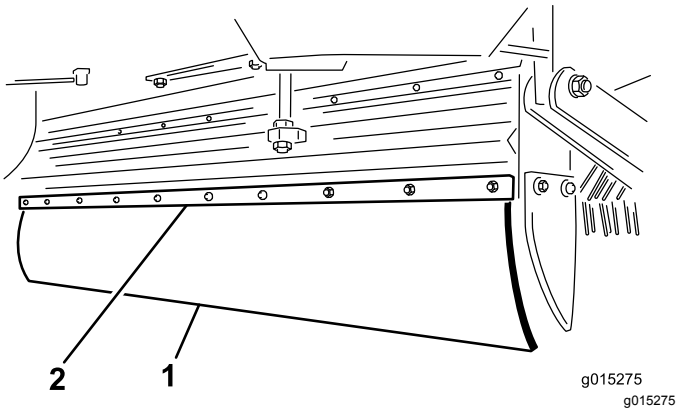

**Figur 25**
2. Ta bort de tio skruvarna, brickorna och muttrarna på klaffmonteringen och klaffhållaren (Figur 25).